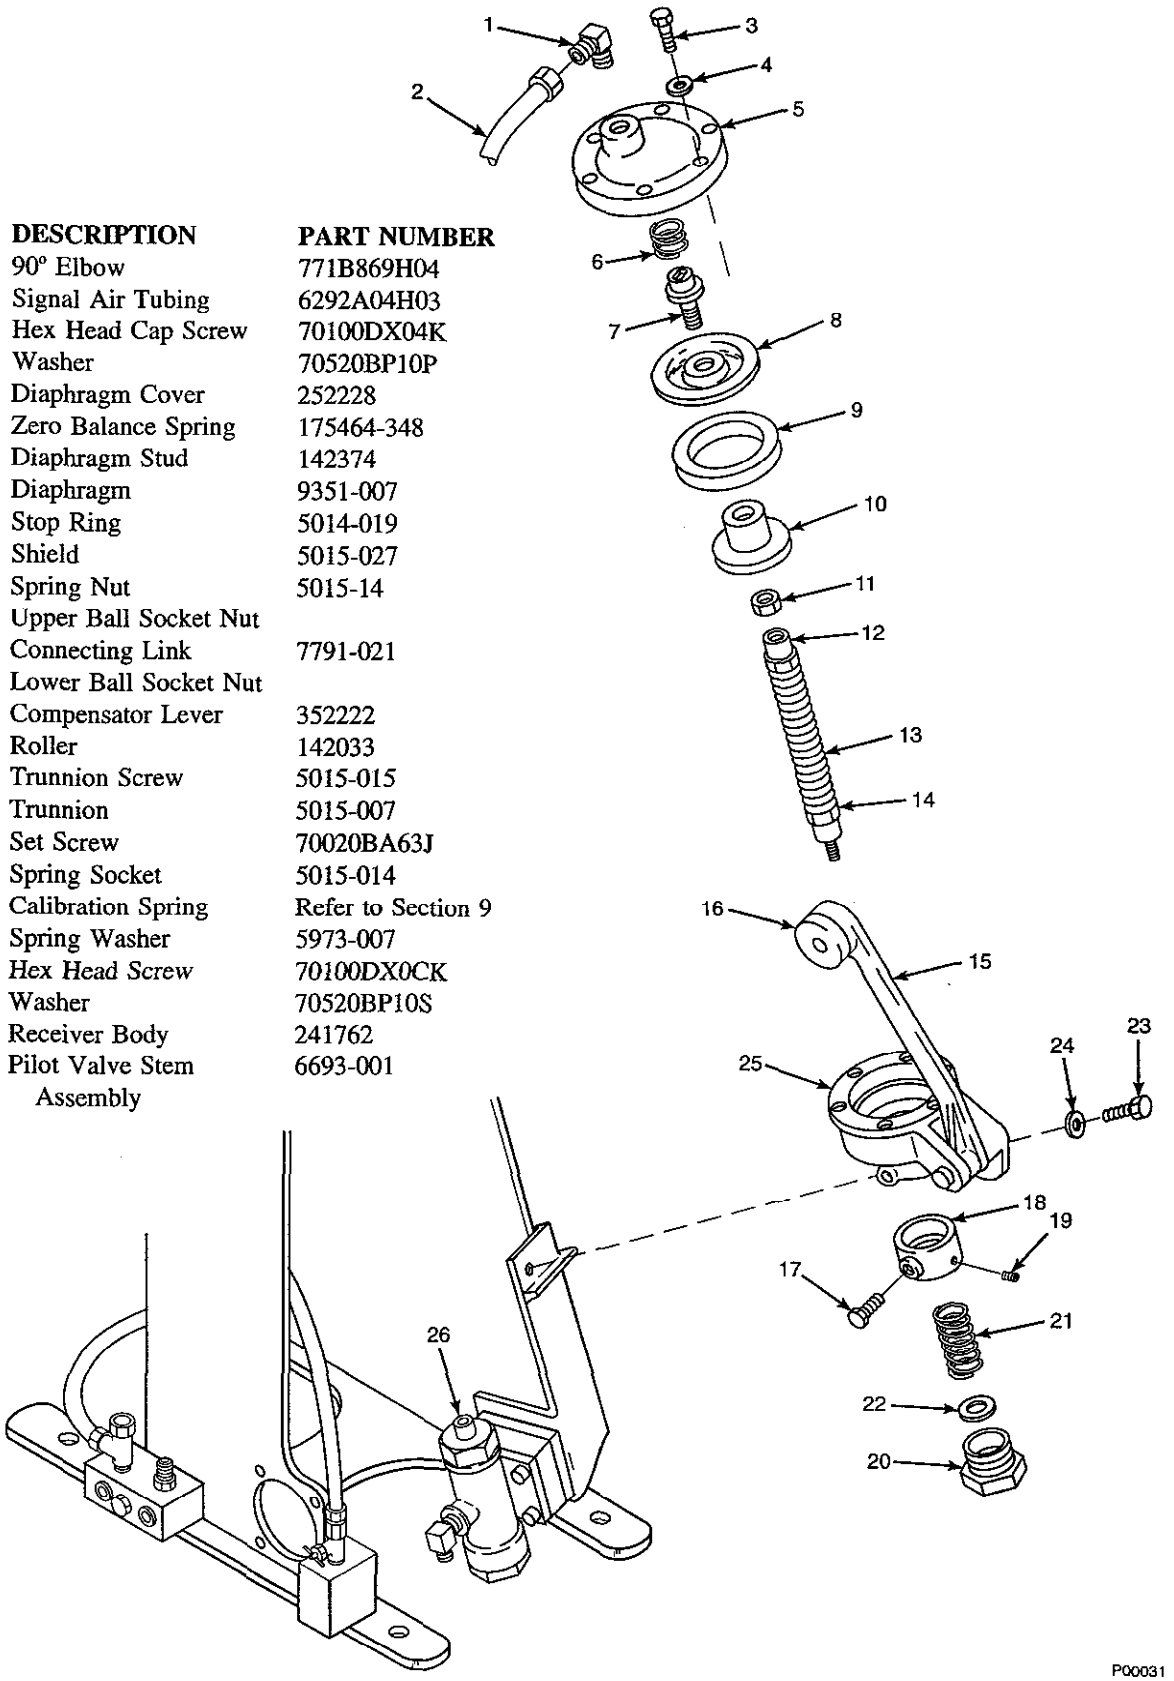

Figure 7-3. Receiver Exploded View
2. Disconnect signal air tubing (2, Figure 7-3) and remove 90° elbow (1).
3. Remove hex head cap screws (3) and washers (4) securing diaphragm cover (5) to receiver body (25).
4. Remove zero balance spring (6) from top of diaphragm.
5. Carefully hold upper end of pilot valves stem assembly (26). Turn connecting links lower ball socket nut (14) counterclockwise and free connecting link (13) from pilot valve stem assembly.
6. Pulling up on diaphragm (8), remove diaphragm and connecting link assembly from receiver body.
7. Remove calibration spring (21).
8. Install new calibration spring (21). Make sure spring washer (22) is in bottom of spring socket (20).
9. Remove connecting link (13) from diaphragm by turning upper ball socket nut (12) counterclockwise.
10. Remove spring nut (11) from diaphragm stud (7). Separate diaphragm (8), stop ring (9), and shield (10).
11. Assemble new diaphragm (8) with stop ring (9) and shield (10). Secure in place with diaphragm stud (7) and spring nut (11).
12. Install connecting link (13) on new diaphragm assembly securing with upper ball socket nut (12).